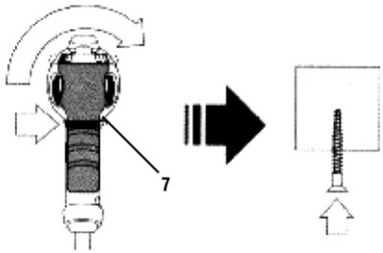

Fig. 4 – Sentido de rotação para a direita
Para reverter o sentido de rotação da PARAFUSADEIRA PFV 514 VONDER, primeiro é necessário que ela esteja com o motor completamente parado, caso contrário, poderão ocorrer danos à ferramenta e estes não estarão cobertos pela garantia. Para rotação no sentido horário (parafusar), mova o “seletor de reversão” (5) para a direita, conforme mostra a fig. 4.